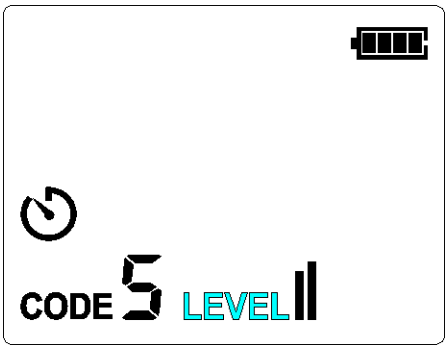

Figure 6.1.2b LEVEL Increasing/Decreasing
3. When the LEVEL symbol flashes, short press the Up/Down button to set the level to ıll, ıl or I. The default level is ıll. As shown in Figure 6.1.2b